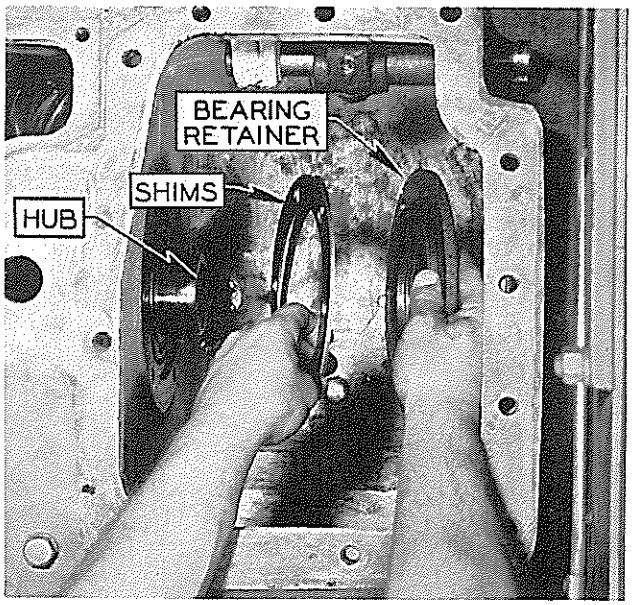

FIG. 16
6. Remove bearing retainers by removing 12 capscrews. Fig. 16.
e. Bring spiral bevel gear and spiral bevel pinion into mesh by removing shims on one side of hub bearings and installing on other side. Fig. 16. A backlash of .006 to .011 inches should be allowed.